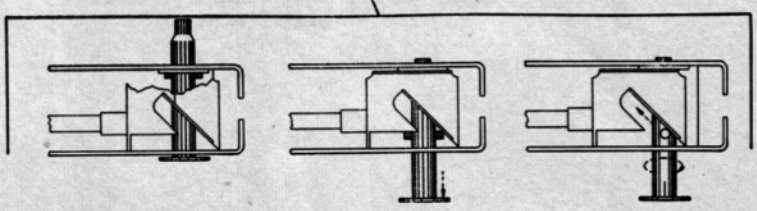

Figure 4 **Figure 5** **Figure 6**
2. To position the rear leveling mechanism, first lay the machine on its back. Remove the tape that holds each rear leveling foot assembly in position. Positioning of each foot should be done separately, FIGURE 4. Slide the left hand foot down until the pin is at the lower end of the diagonal slot, FIGURE 5. Next align the pin with the slot in the opposite side of the cage and twist the foot clockwise until the pin is crosswise in the cage, FIGURE 6. To position the right hand foot, use the same procedure. Note, however, that the cutout in the cage will be on the opposite side. Lubricate all contact areas of the assembly.